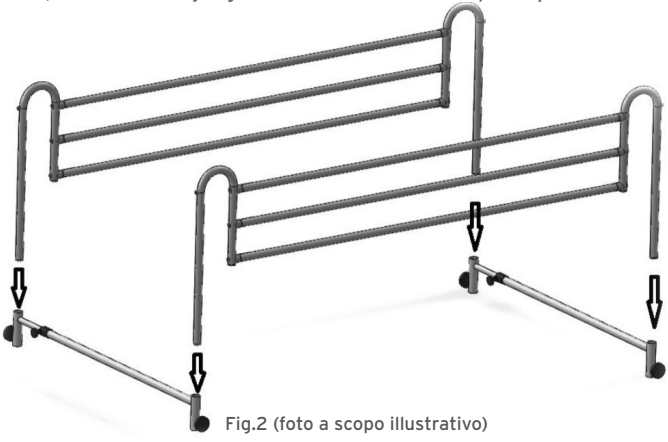

Fig.2 (foto a scopo illustrativo)
1. Coloque los tubos telescópicos en el suelo e inserte las barandillas laterales en ellos (Fig.2)